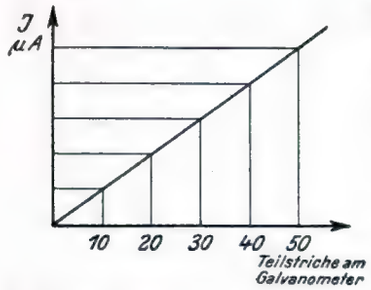

Bild 5. Eichkurve eines Galvanometers.
Empfehlenswert iſt die einmalige Anfertigung einer Eichkurve nach Bild 5. Zu dieſem Zweck legt man verſchieden große Spannungen an das Galvanometer, die verſchieden große Ausſchläge ergeben und errechnet ſich nach den Formeln (10) und (11) die zu den einzelnen Ausſchlägen am Galvanometer gehörigen Ströme aus, die man in ein Diagramm einträgt.